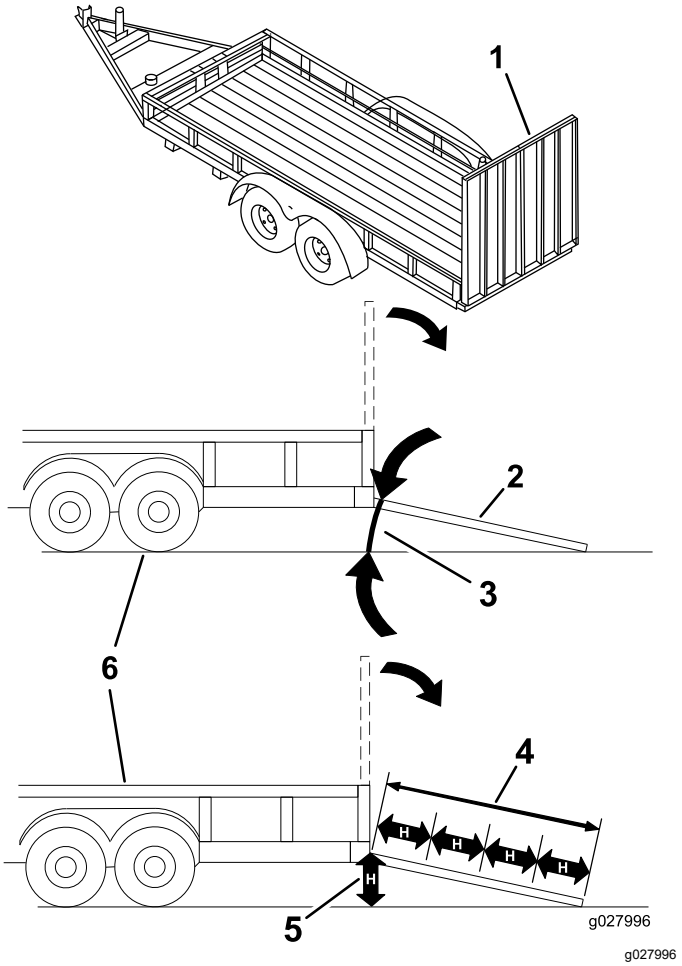

Figure 38
Le chargement de la machine sur une remorque ou un camion augmente le risque de basculement, et donc de blessures graves ou mortelles (Figure 38).
3. Abaissez la rampe pour que l'angle avec le sol ne dépasse pas 15 degrés (Figure 38).
1. Abaissez la rampe pour que l'angle avec le sol ne dépasse pas 15 degrés (Figure 38).